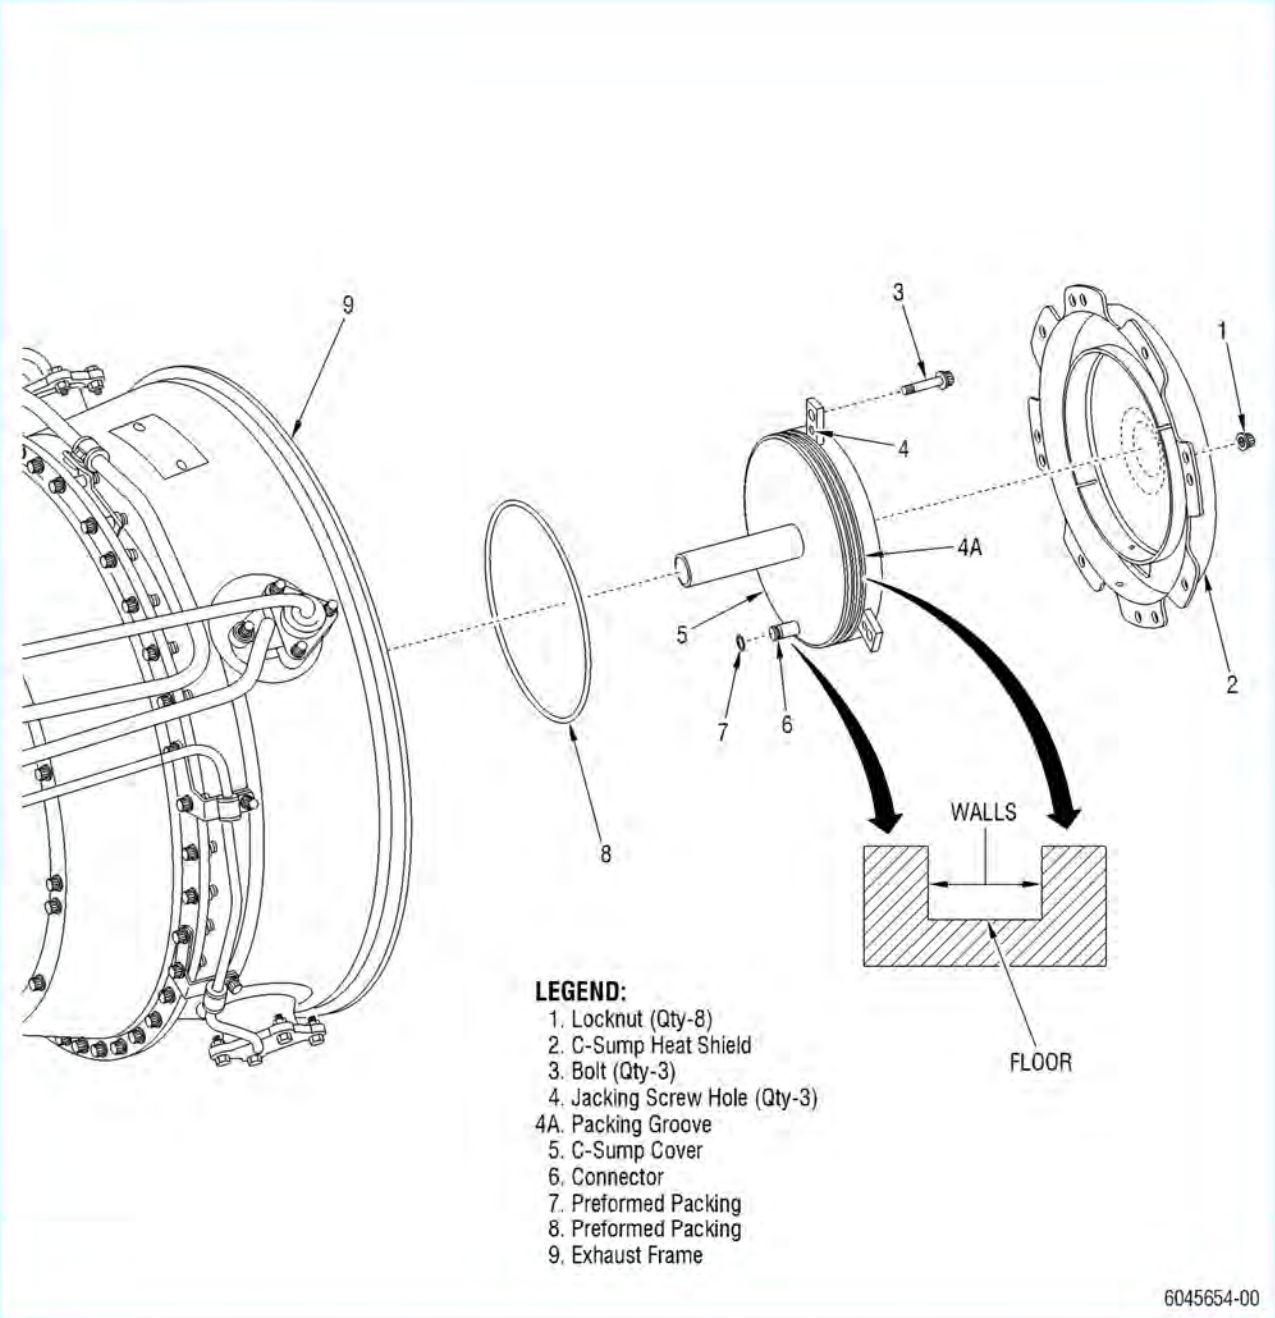
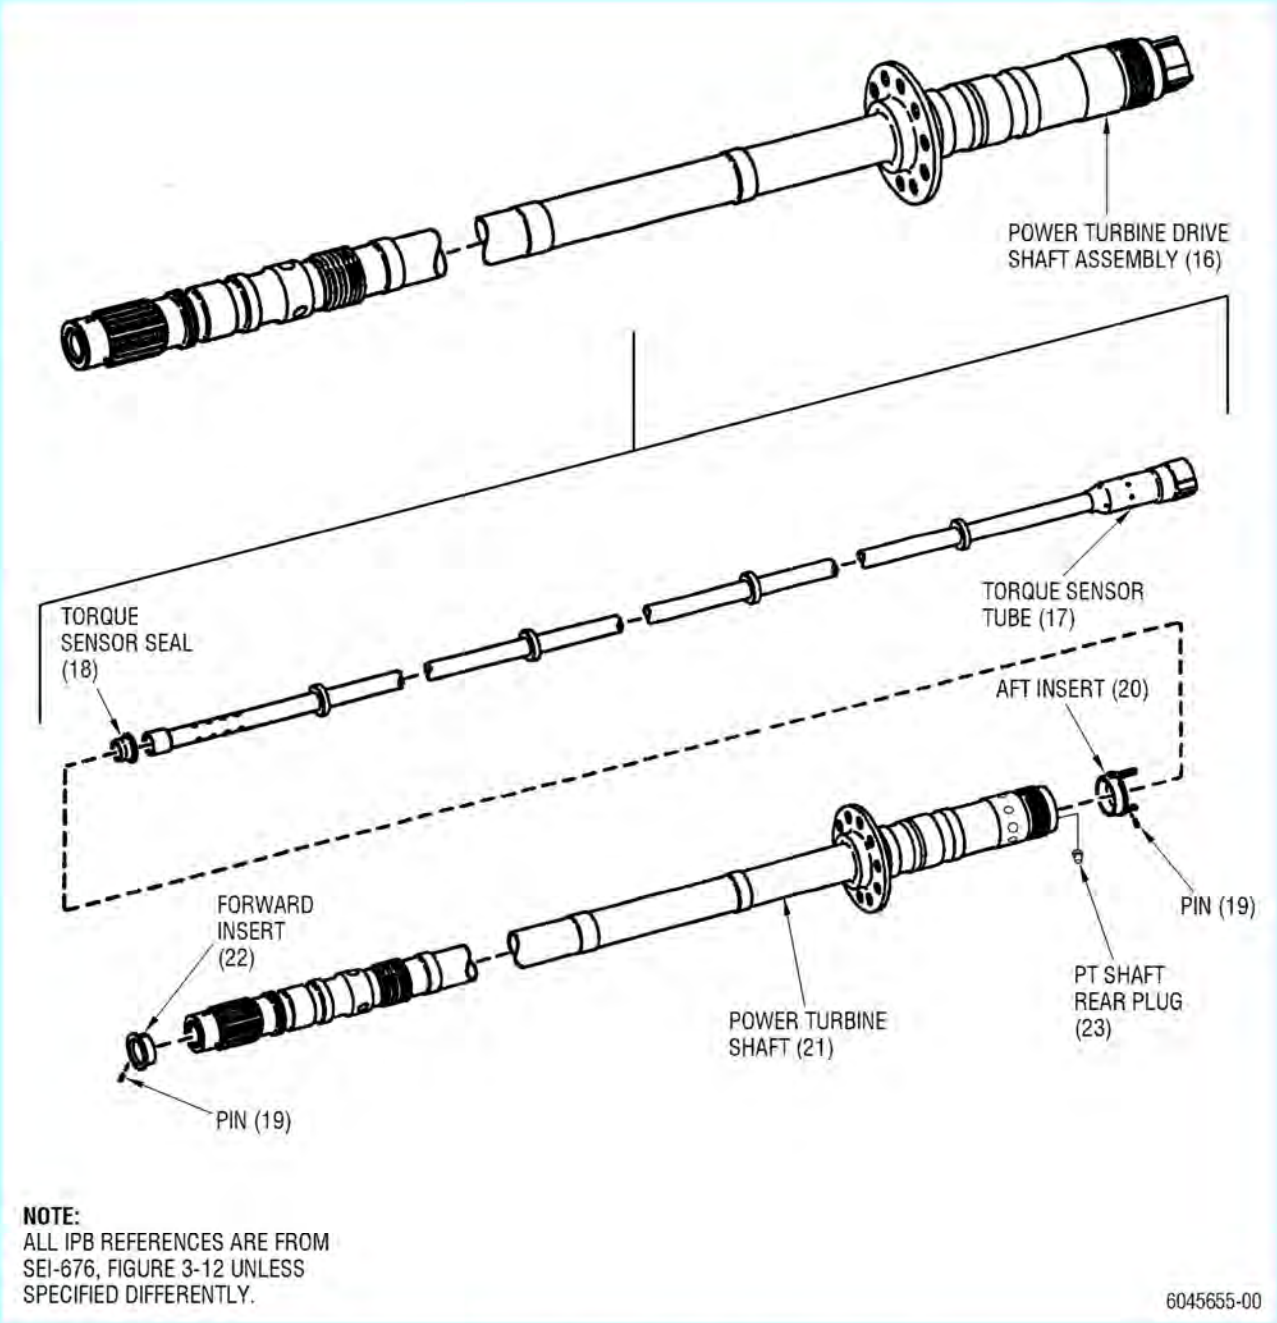

Figure 1. C-Sump Cover and C-Sump Heat Shield – Removal and Installation
Figure 2. Power Turbine Drive Shaft Assembly
NOTE: This procedure gives instructions to remove the C-sump heat shield (2, Figure 1) and C-sump cover (5) to inspect the magnetic insert braze joint on the PT drive shaft assembly (16, Figure 2 and Figure 3).
(1) Remove the C-sump heat shield (2, Figure 1) and C-sump cover (5). Refer to SEI-671, WP 0383 00.
(3) Once the inspection is completed, re-install the C-sump cover (5, Figure 1) and C-sump heat shield (2). Refer to SEI-671, WP 0383 00.
(4) For engines that have passed inspection, perform required checks. Refer to SEI-671, WP 0106 00, Table 1 or WP 0225 00, Table 1.